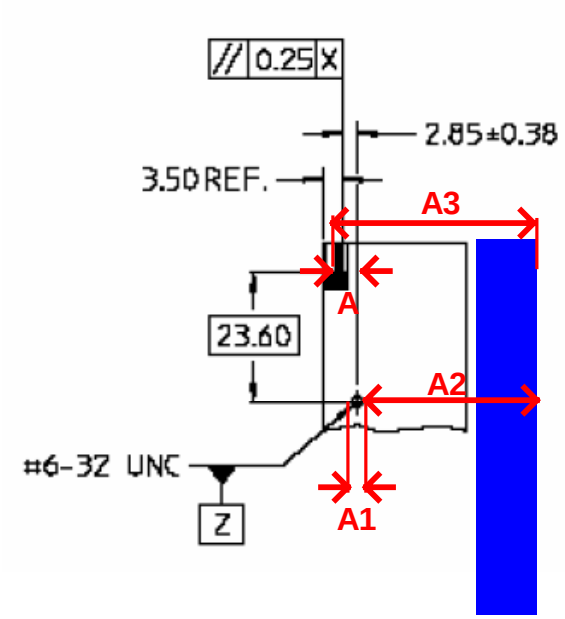

Figure 7
1. Using the inside measurement jaws on the calipers, measure the width of the mounting hole as shown in Figure 7. Record this value as *A1*.
3. Using the outside measurement jaws of the calipers, measure the distance from the edge of the mounting hole to the face of the flat surface, as shown in Figure 7. Record this value as *A2*.
5. Using the outside measurement jaws of the calipers, measure the distance from the top of the device tongue, to the face of the flat surface as shown in Figure 7. Record this value as *A3*.